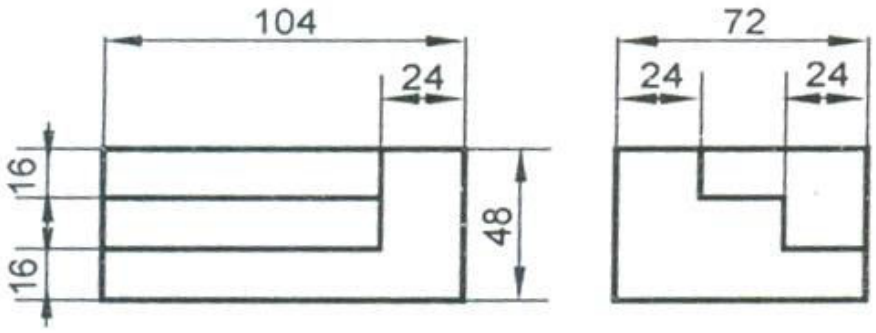

Fig. 2
9. Draw the missing view for the given orthographic views. (Fig. 2)